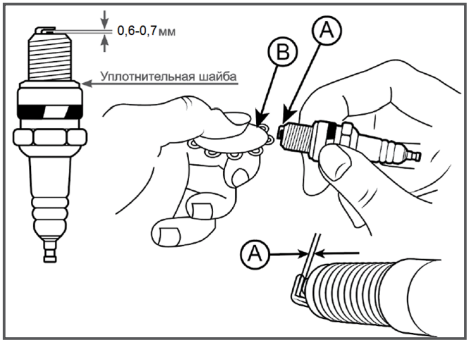

Рис. 15 Проверка зазора между электродами
4. Измерьте зазор между электродами свечи зажигания специальным щупом. Зазор должен быть 0,6-0,7 мм (Рис. 15). При увеличении или уменьшении требуемого зазора рекомендуется заменить свечу, так как регулировка зазора может привести к изменению качества искрообразования.